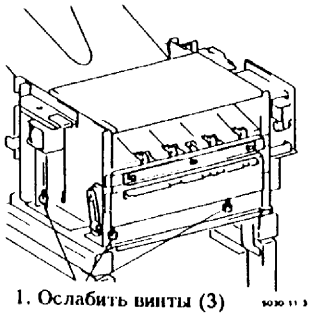
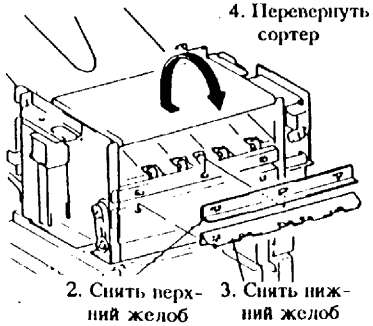

Рис. 4. Снятие сортера
Рис. 5. Снятие сортера
5. (Рис. 4), (Рис. 5): Снять сортер и перевернуть его.